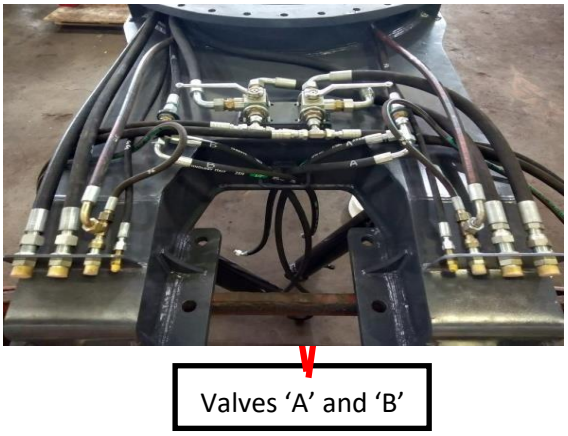

**Figure 3.6:** Spud ball valve position on the rear slewing frame
1) Open the 3/4” three-way valves ‘A’ and ‘B’, located at the rear of the slewing frame to activate the spud system. Refer to Figure 3.6.